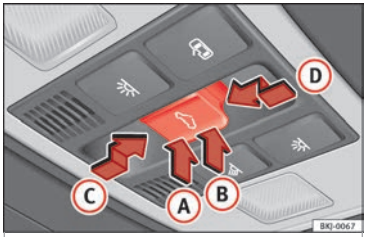

Fig. 147 En el revestimiento interior del techo: tecla del techo de cristal.
La tecla ⌓ »» **fig. 147** tiene dos niveles. En el primer nivel se puede situar el techo en la posición deflectora, abrir o cerrar total o parcialmente.
- Antes de que transcurran aprox. 5 segundos desde la activación de la función antiaprisionamiento, presione la tecla ⌓ ››› fig. 147 hasta el segundo nivel en el sentido de la flecha ››› fig. 147 Ⓓ hasta que el techo se cierre completamente.